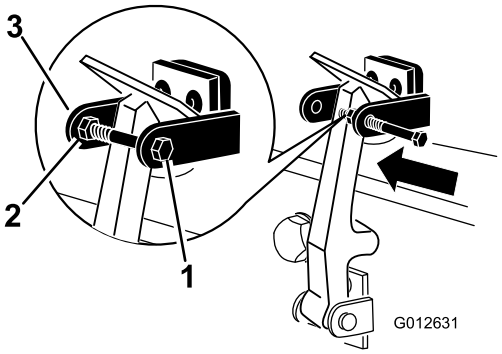

Figur 10
7. Skruva i skruven i den andra armen på motorhuvslåsfästet för att låsa spärren på plats (Figur 10).